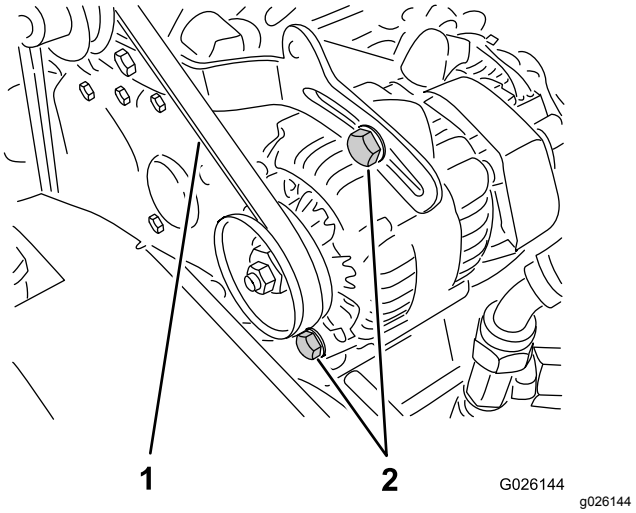

Figur 67
2. Kontroller spændingen ved at trykke ned på remmen midt mellem remskiverne på krumtapakslen og generatoren med en belastning på 10 kg (Figur 67).
A. Løsn generatorens to monteringsbolte (Figur 67).
spænd derefter monteringsboltene (Figur 67).